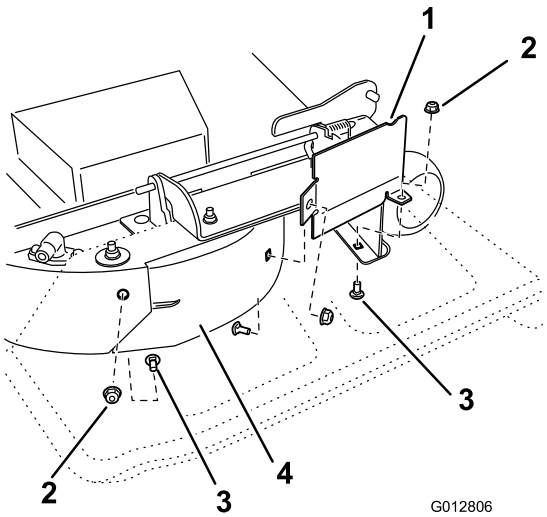

Figure 3
9. Trouvez la protection de déflecteur dans les pièces détachées. Utilisez deux boulons de carrossier (5/16 x 3/4 pouce) et deux contre-écrous (5/16 pouce) sur le plateau pour fixer la protection de déflecteur au déflecteur droit et au plateau de coupe, comme illustré à la Figure 3. Serrez les fixations à la main.